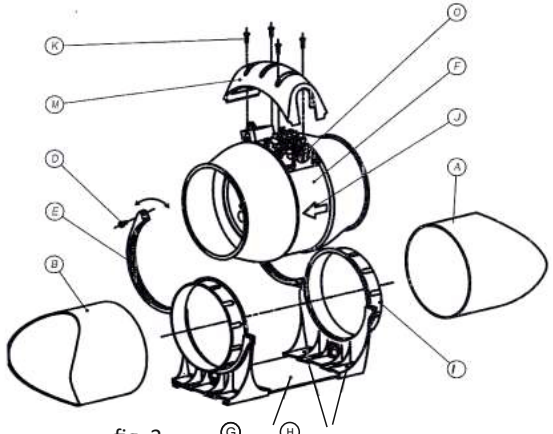

fig. 2
S'assurer que la tension (V) et la fréquence (Hz) de la source d'énergie sont conformes aux valeurs indiquées sur la plaque signalétique. S'assurer que l'appareil peut être déconnecté de l'alimentation électrique principale après l'installation. La déconnexion peut se faire en donnant accès à la fiche ou en plaçant un disjoncteur dans l'installation fixe conforme aux normes d'installation électrique. L'appareil doit être raccordé en permanence au câblage de l'installation fixe (câble à 2 ou 3 fils d'une section minimale de 1 mm2 et maximale de 1,5 mm2). Pour effectuer le raccordement électrique, suivez le schéma de câblage (voir figures 3A, 3B, 3C). Aucune mise à la terre n'est nécessaire étant donné qu'il s'agit d'un appareil à double isolation (classe II). Retirez le couvercle de la boîte de jonction comme indiqué à la figure 2. Perforez le support de câble isolé (0) pour faire passer les câbles d'alimentation.